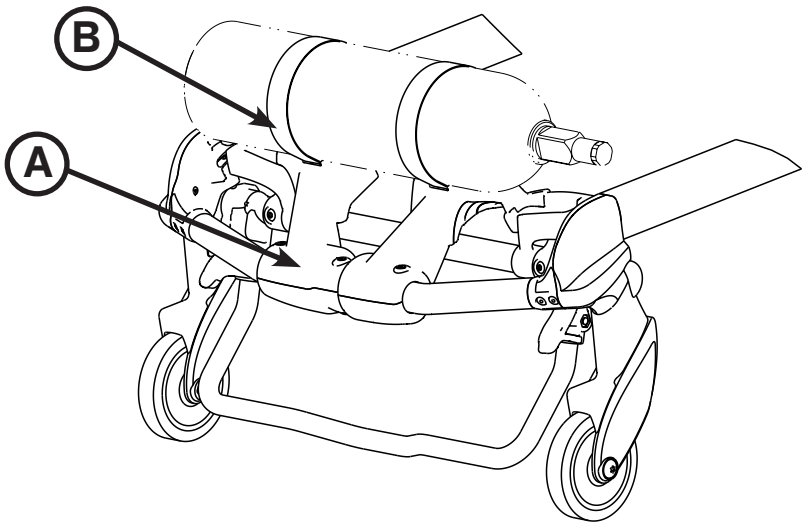

Figur 65
1. Anbring iltflasken midt på stativdelen af holderen (A) som vist på Figur 65.
2. Stram begge stropper (B) til omkring iltflasken.